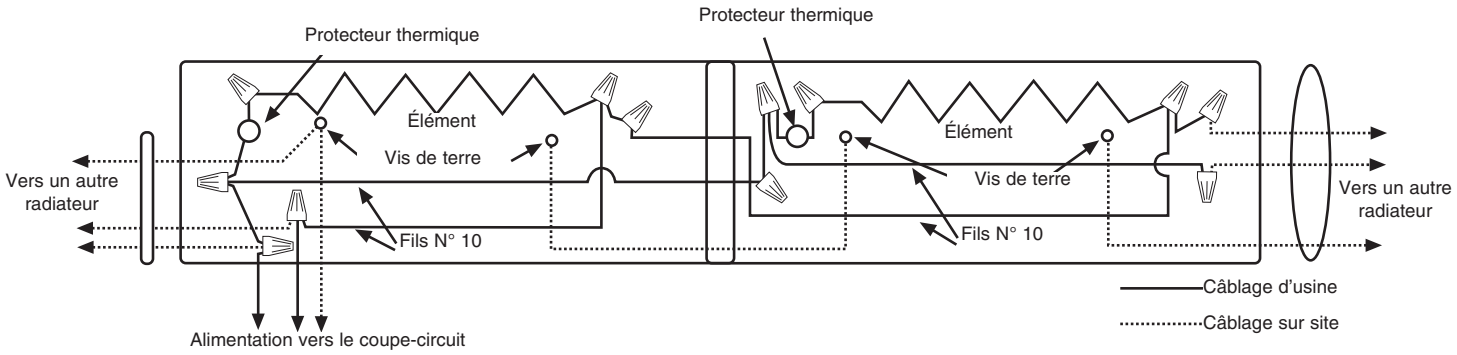

Fig. 8
9. En suivant le schéma de câblage fixé sur le radiateur, effectuez les raccordements électriques. Référez-vous à la Figure 8 pour le branchement en parallèle avec d'autres radiateurs. La mise à la terre des autres radiateurs se fait en branchant un cavalier (non fourni) entre les deux radiateurs adjacents.
REMARQUE IMPORTANTE : Ces radiateurs sont fournis avec un limiteur de sécurité intégré (protecteur thermique – voyez la Figure 8) pour couper automatiquement le radiateur s'il est obstrué ou entre en surchauffe suite à une condition anormale. En fonctionnement normal, les radiateurs ne doivent pas subir de coupure par ce dispositif de sécurité. Si cela se produisait, vérifiez l'installation du radiateur pour vous assurer que des écartements adéquats sont respectés et que la libre circulation de l'air autour du radiateur n'est pas entravée. Si le radiateur continue d'avoir des coupures par le dispositif de sécurité, cessez de l'utiliser avant qu'il ait été inspecté et/ou réparé par un électricien qualifié.